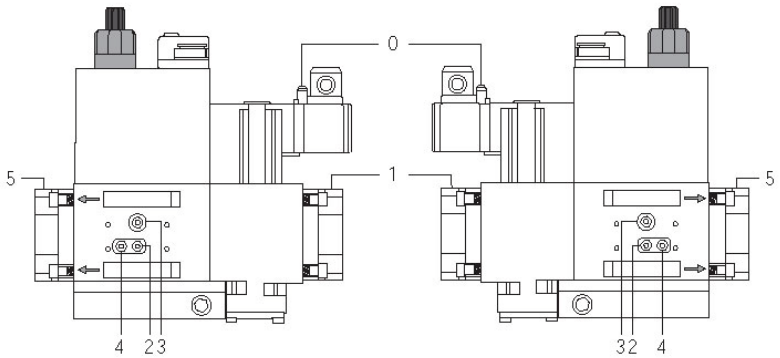
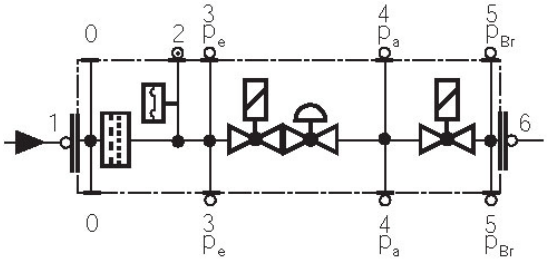

Fig. 41
Fig. 42
- Pulire o sostituire il filtro se la differenza di pressione fra i punti 1 e 2 (Fig. 41-Fig. 42) $\Delta p > 10$ mbar.